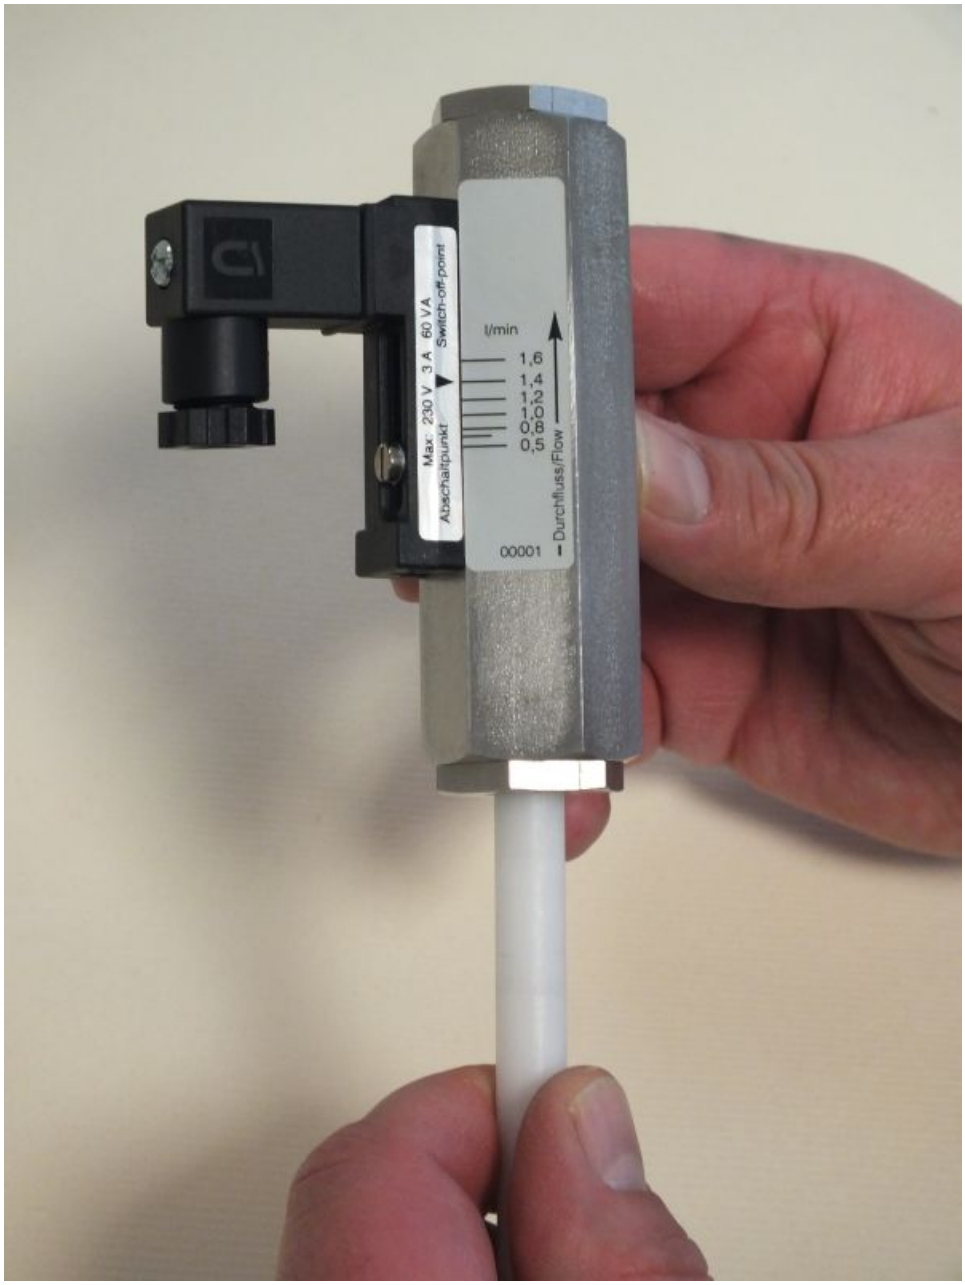

Fig. 54: Check for smooth operation
12. Check the float for ease of movement (*Fig. 54*) by applying pressure with the test rod